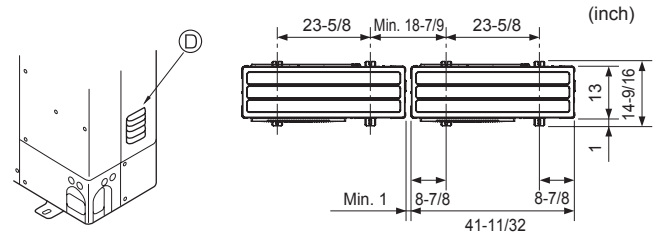

Fig. 3-1
- Cerciórese de instalar la unidad en una superficie robusta y nivelada para evitar los ruidos de traqueteo durante la operación. (Fig. 3-1)